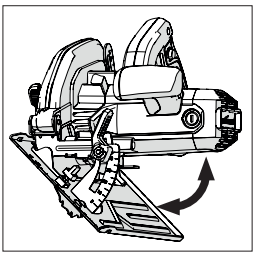

Fig. 14
- Inclinez la lame selon l'angle souhaité, comme indiqué sur le rapporteur du cadran. **(Fig. 14)**
(14) CONSEILS D'UTILISATION (VÉRIFICATIONS AVANT UTILISATION)